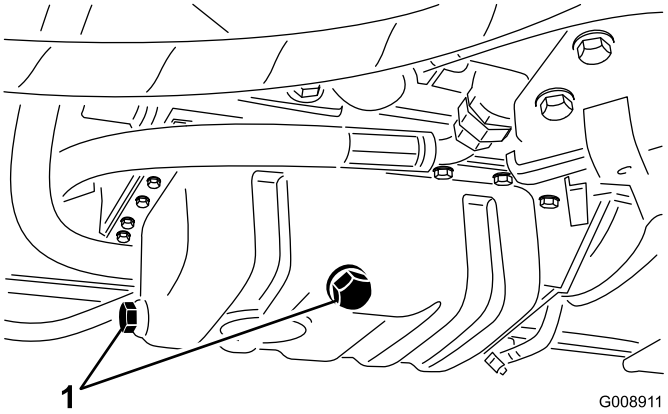

Figuur 64
1. Verwijder één van de aftappluggen (Figuur 64) en laat de olie in een opvangbak lopen. Als er geen olie meer uit stroomt, plaatst u de aftapplug terug.